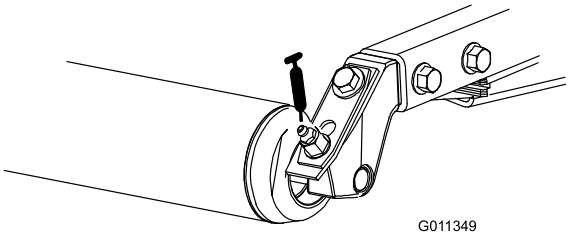

Figuur 44
- Lagers van achterrol (2 per maaidek) (Figuur 44)